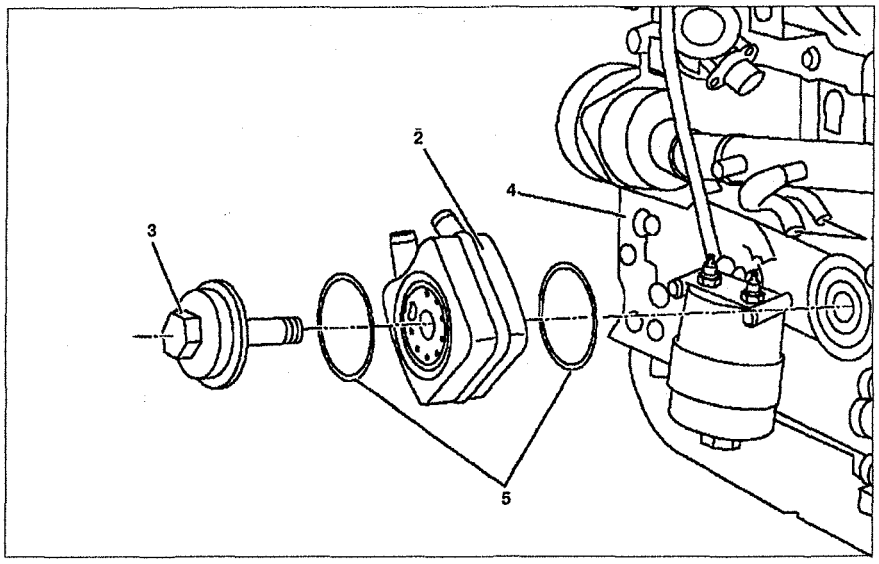

Рис. 3.32. Масляный радиатор:
2. Отсоедините патрубки системы охлаждения **1** от масляного радиатора **2** (см.рис.3.32).